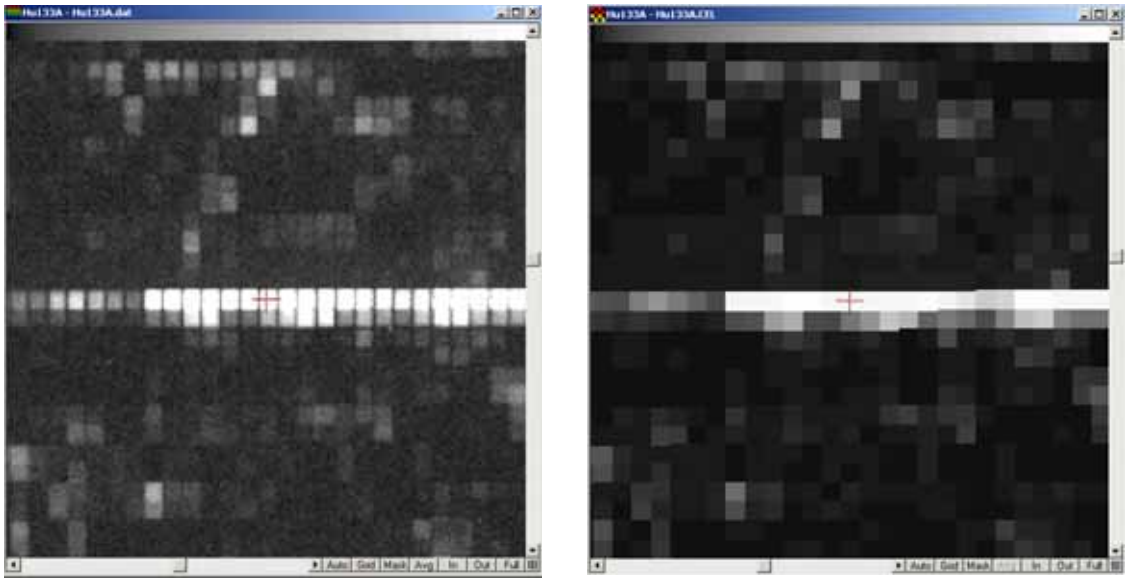

Figure 4.3
GCOS automates control of the scanner and uses the experiment information to manage the scanner settings for each type of probe array. The software enables you to start a scan and view the intensity data as it is collected during scanning. After the scan is completed, GCOS displays a picture of the image data in the Image window **(Figure 4.3)**. GCOS tracks the image data and the scan parameters in the process database. For more information on image data, see Chapter 9, *Working with Images* on page 135.
- saves the cell intensity data **(Figure 4.3)**